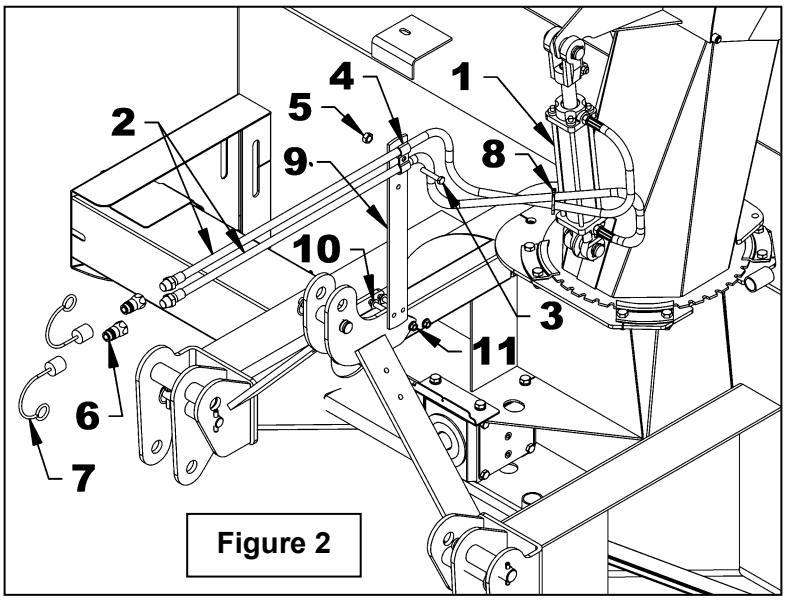

Figure 2
2. **Figure 2:** Attach the hose support (item 9) to the upper plate of the three point hitch with two 3/8"NC x 1 1/4"lg serrated flange bolts (item 10) and two 3/8"NC serrated flange nuts (item 11).
3. **Figure 2:** Connect the 3/8" ends of both hoses (item 2) to the cylinder (item 1) and install a quick coupler with rubber dust cap (items 6-7) at the end of each hose.
4. **Figure 2:** Secure the hoses to the hose support with the hose clamp, the 3/8"NC x 1 1/2" lg bolt and the 3/8"NC nylon insert nut.
5. **Figure 2:** Attach hoses together with nylon tie wraps (item 8) where needed. Make sure to leave enough play to the hoses to allow the complete rotation movements.